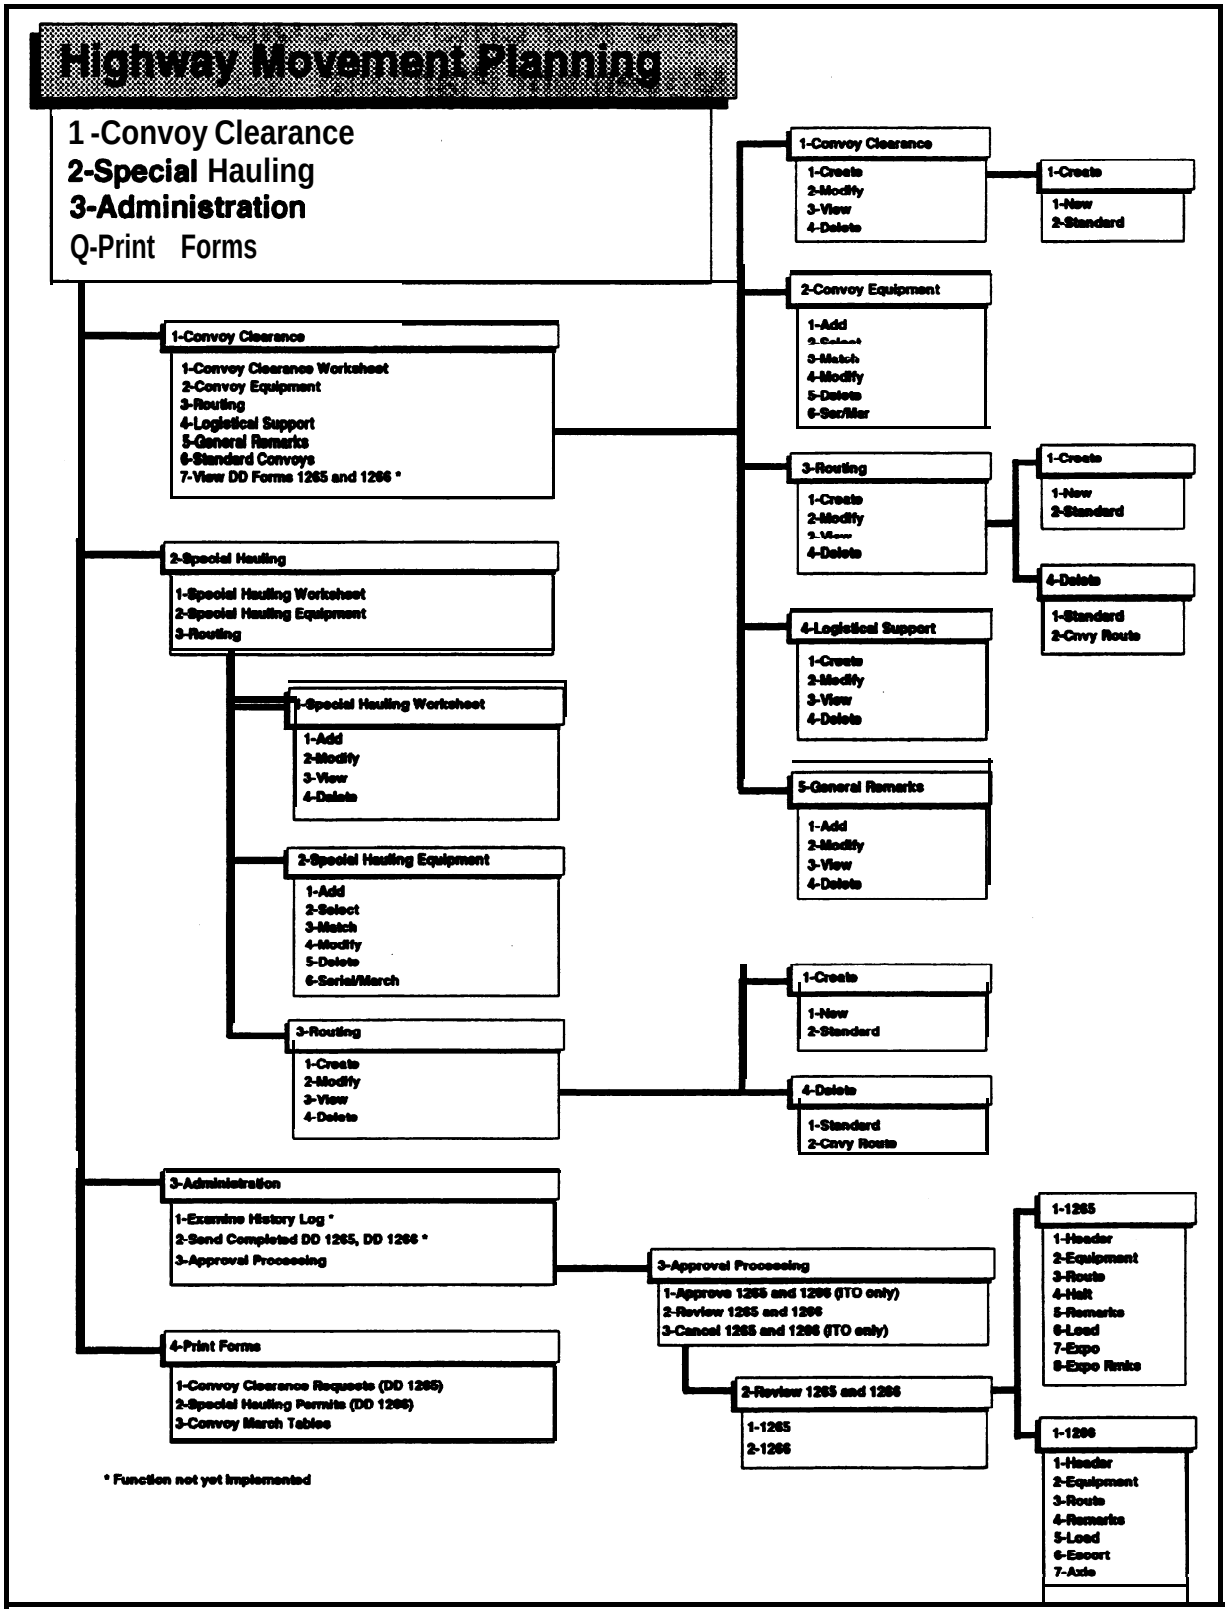

Figure 7-l. Highway Movement Planning Menu Tree
A Menu Tree showing all the options available within the Highway Movement Planning function is at Figure 7- 1.
a. At the TC ACCIS Main Menu, select **Highway Movement Planning.** As necessary, refer to the Highway Movement Planning Menu Tree in Figure 7-l (page 7-2).